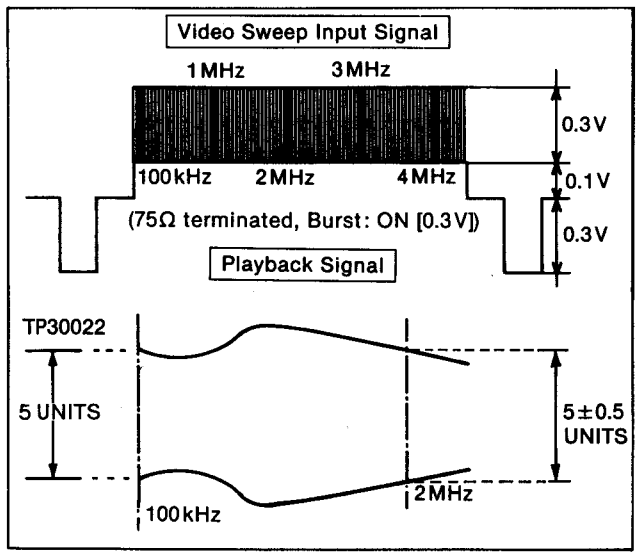

Figure E25
5. Adjust VR31002 and VR31003 so that the envelope becomes as shown in Figure E25.